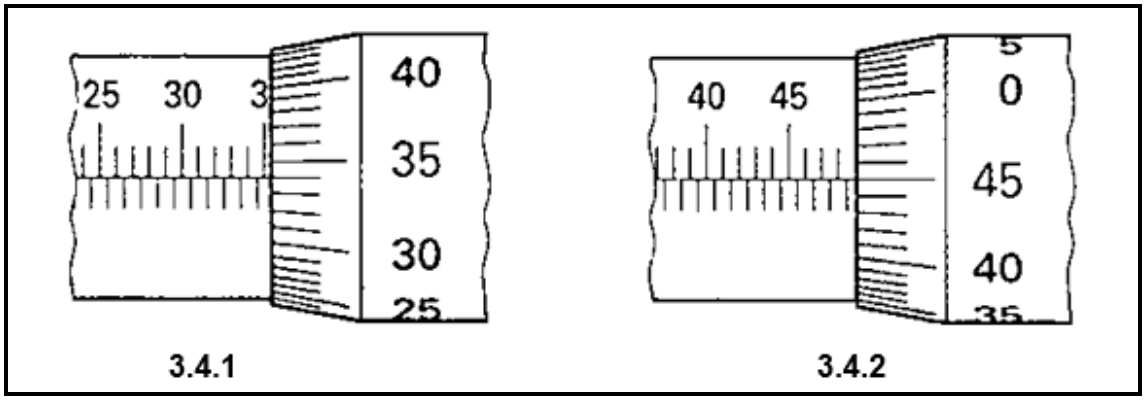

FIGURE 2
3.4 Carefully study the micrometre reading in FIGURE 2.